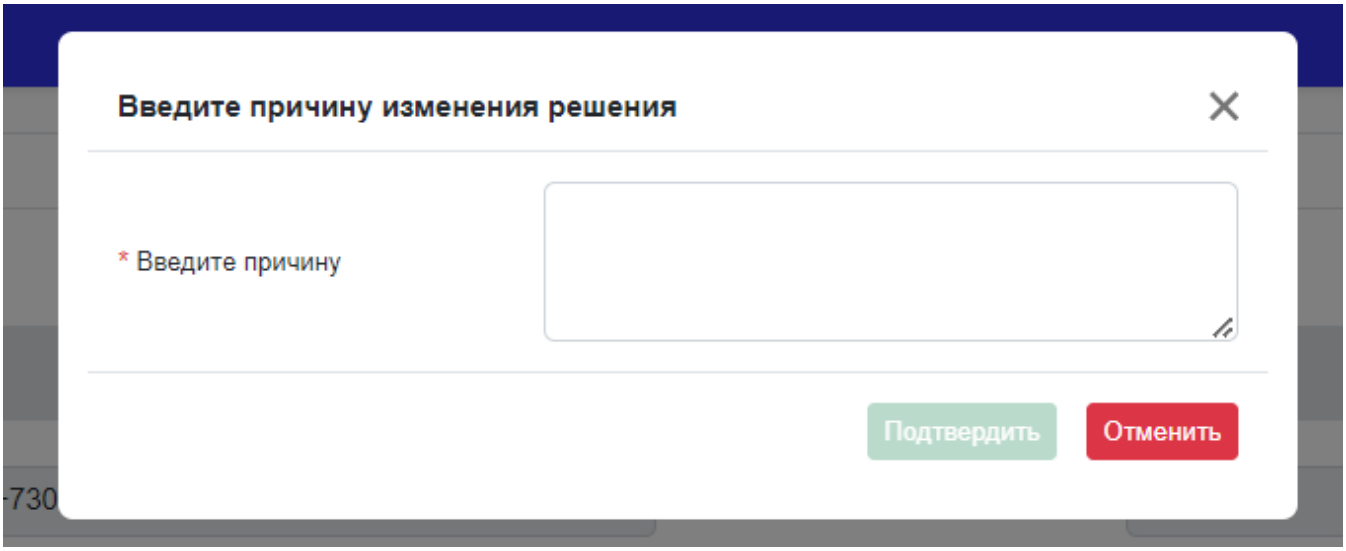

Рисунок 191 - Модальное окно для ввода причины изменения решения
5. В открывшемся модальном окне ввести причину изменения решения (Рисунок 191);